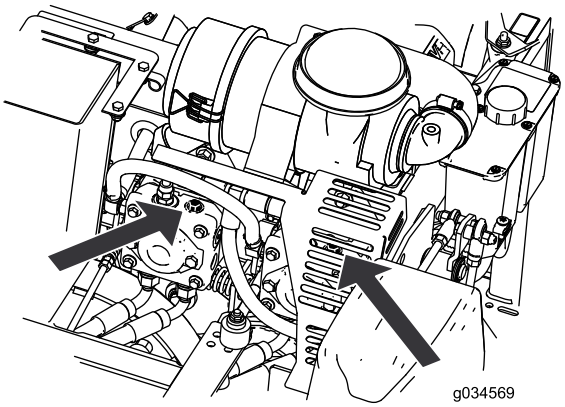

Figur 28
4. Roter begge løseventilene én omdreining mot klokken for å frigjøre drivverket (Figur 28). Dette gjør at hydraulikkvæsken kan gå utenom pumpen, og at hjulene kan rulle.